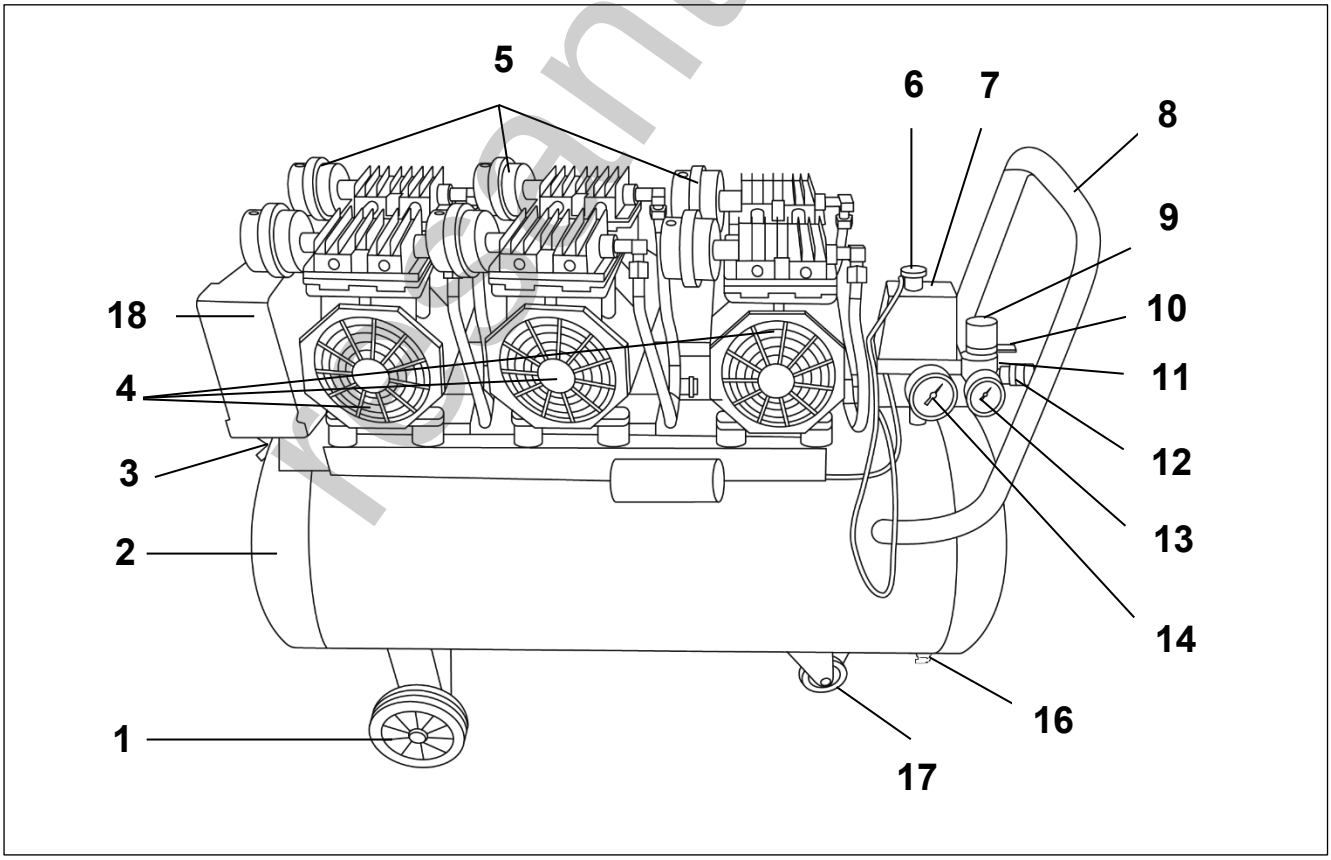
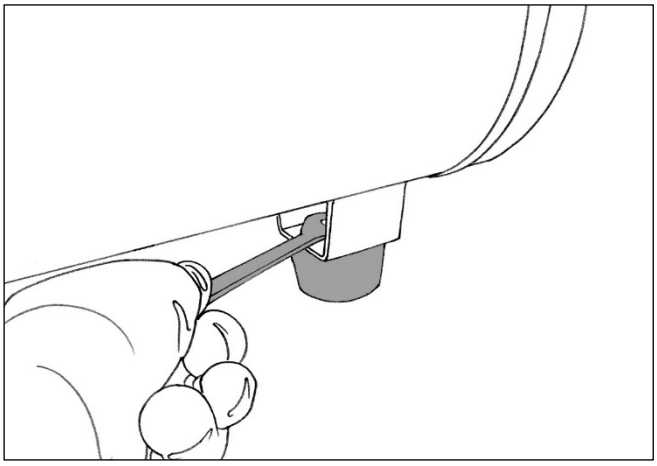
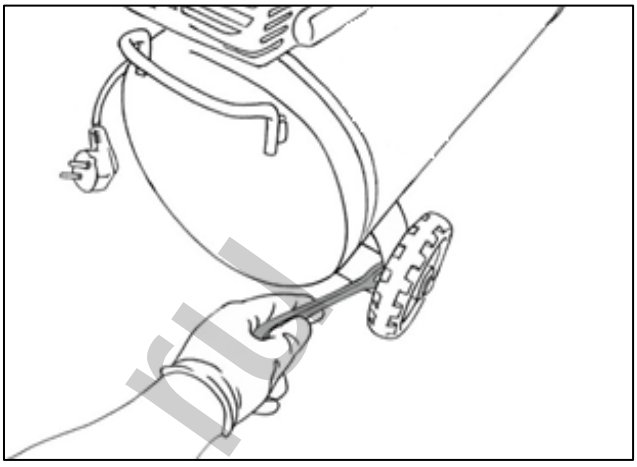

Рис. 3. Общий вид КП-100/900БМ (малошумный)
Рис. 4. Установка подножки
Рис. 5. Установка колес
- Установите колеса и/или резиновую подножку при помощи болтов из комплекта, как показано на рис.3, рис.4, рис.5, если они не были установлены.